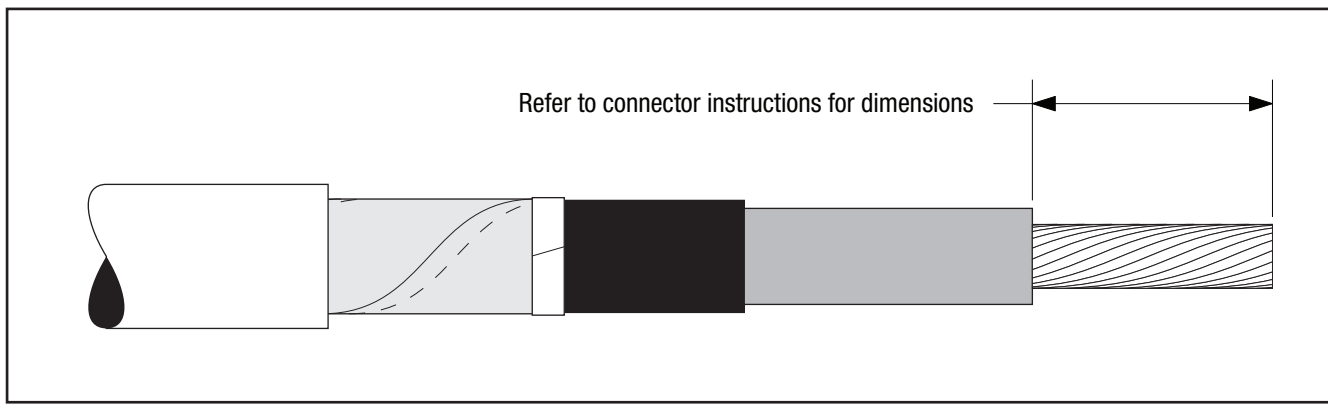

Figure 4
3.1 If using a 3M Shearbolt Connector QCI 2-250, refer to the instructions included with the connector for insulation cut-back dimension. Insulation removal length shall not exceed 2" (51 mm) from conductor end *(Figure 4).*